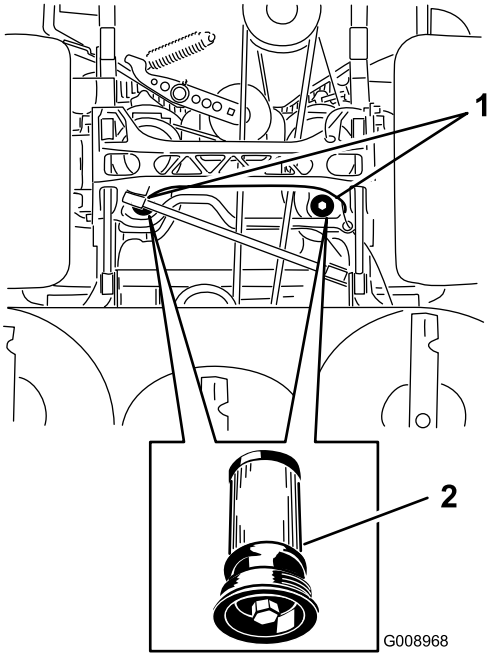

Figur 86
5. Plasser et tappefat under filteret, fjern det gamle filteret og tørk av overflaten (Figur 86).
6. Påfør et tynt lag med hydraulikkolje på gummipakningen på det nye filteret (Figur 86).